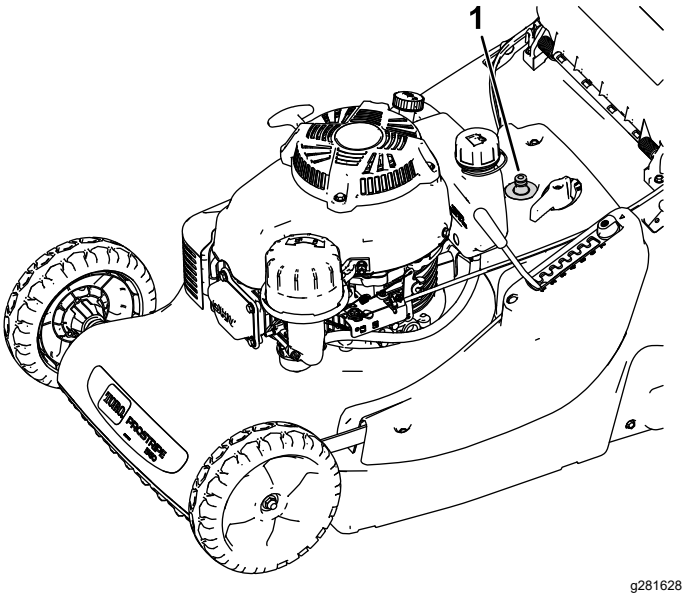

Rysunek 21
7. Podłącz wąż ogrodowy z wodą do złącza czyszczenia (Rysunek 21).